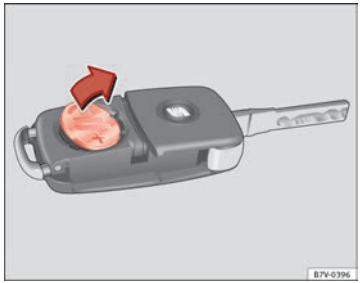

Fig. 16 Vehicle key: removing the battery.
- Extract the battery from the compartment using a suitable thin object ⇒ fig. 16.
- Place the new battery in the compartment, pressing as shown ⇒ fig. 16 in the opposite direction to the arrow ⇒ ①.